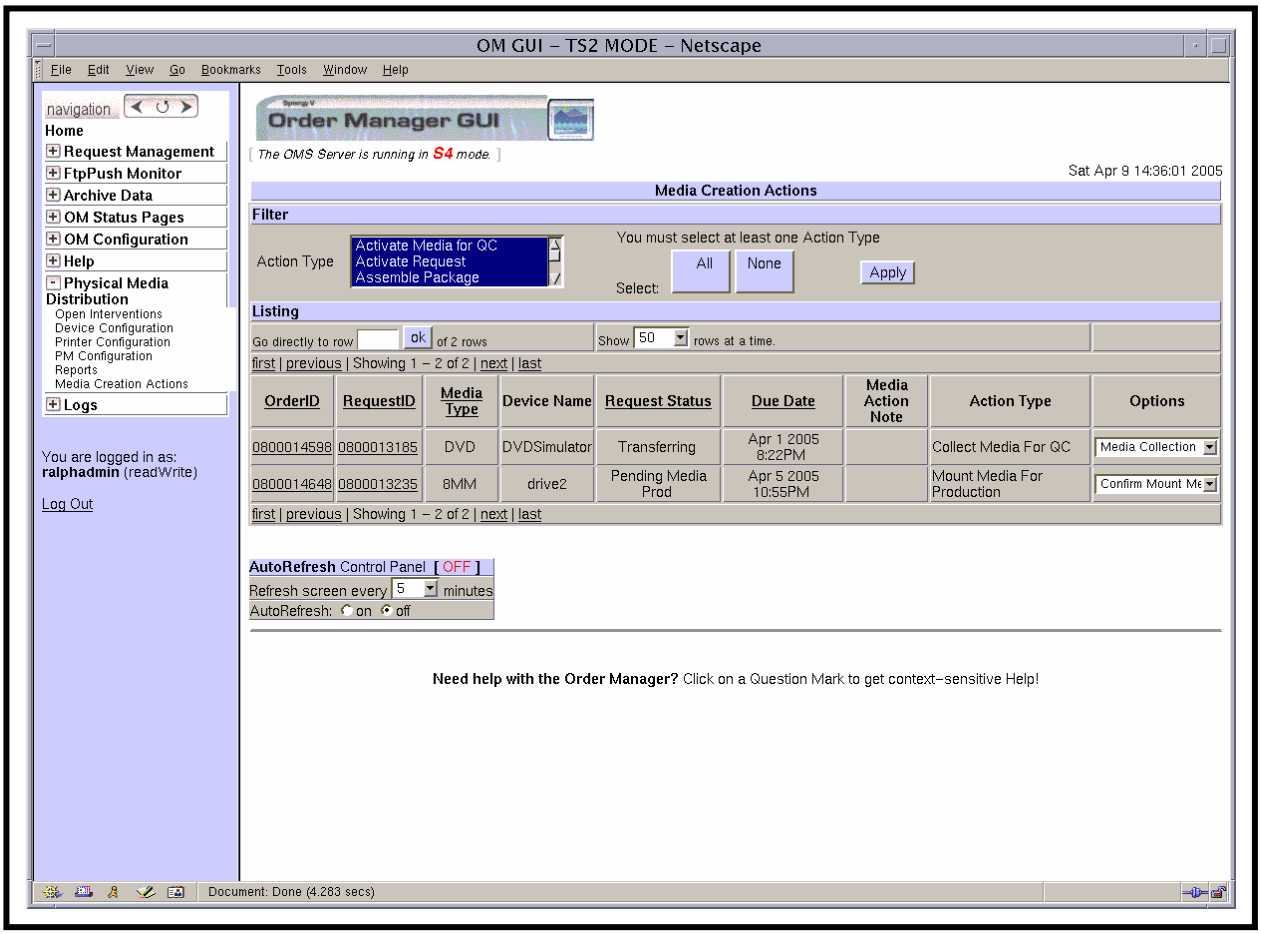

Figure 85. Media Creation Actions Page
The **Media Creation Actions** page (Figure 85) provides the full-capability operator with a means of performing various types of media creation actions.
- The **Media Creation Actions** page (Figure 85) is displayed.